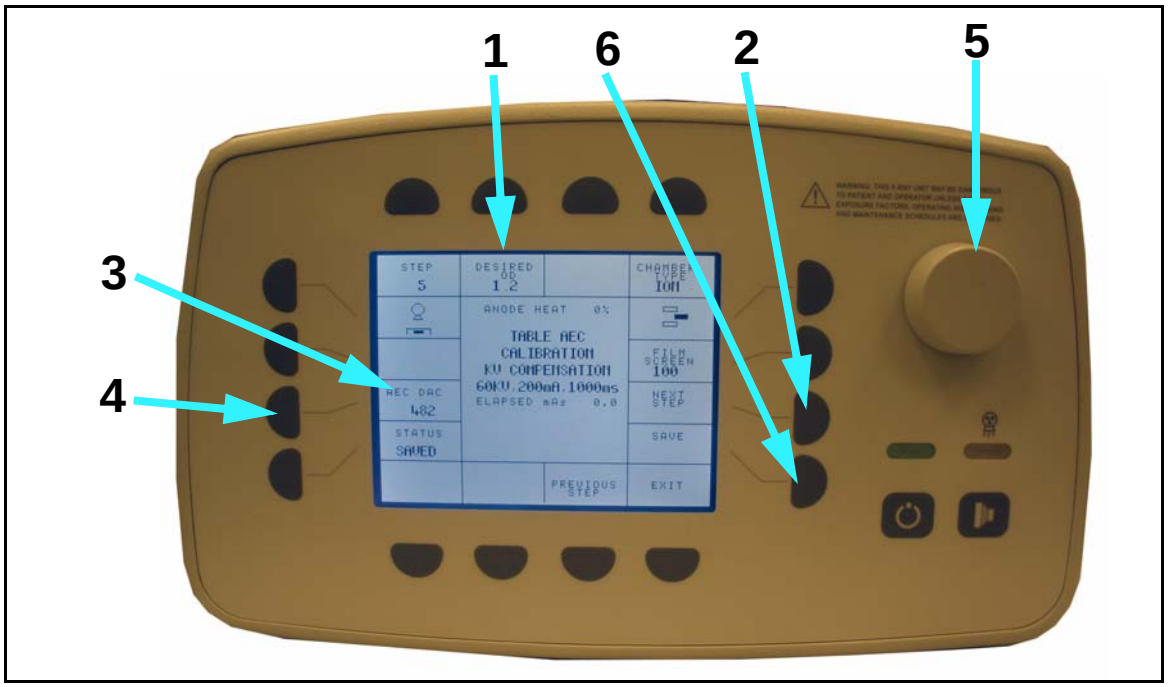

Figure 5-29. Step 5 Screen
27 If optical density is within 5% of DESIRED OD (1 in Figure 5-29), press next step button (2) and skip to step 29 of this procedure.